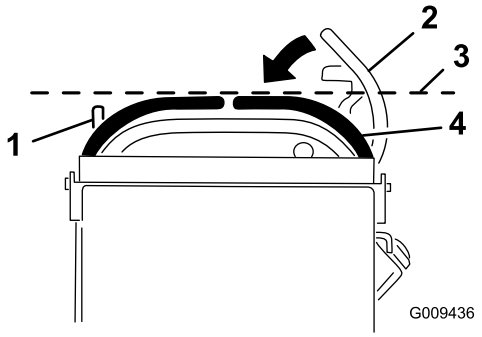

Figur 69
3. Skyv høyre bevegelseskontrollspak ned og ut av nøytral, låst stilling (Figur 69).
4. Kontroller at den står på vannrett linje med venstre bevegelseskontrollspak (Figur 69).